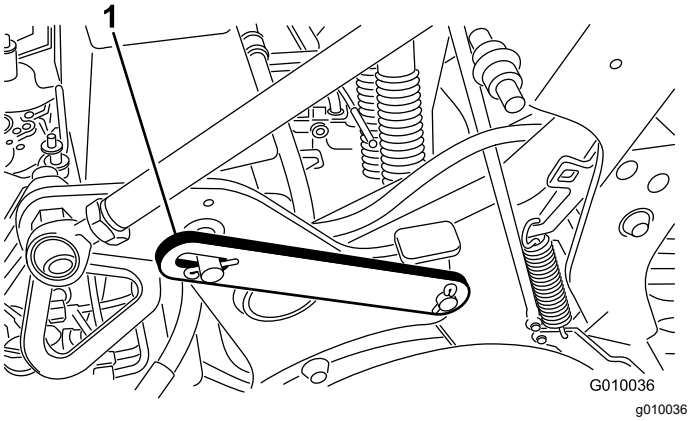

Rysunek 18
3. Usuń pierścień zaciskowy mocujący zaczep serwisowy w położeniu przechowywania (Rysunek 18).